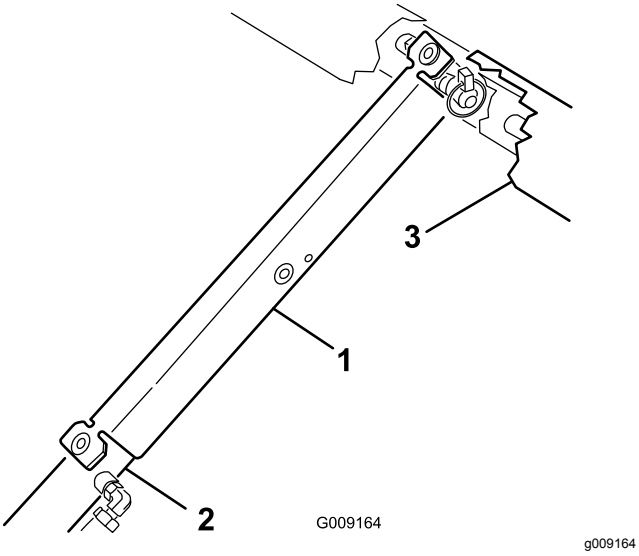

Figur 15
10. Tryck fast flakstödet på cylinderstaven och kontrollera att stödets ändar vilar på cylindertrumman och på cylinderstavens ände (Figur 15).